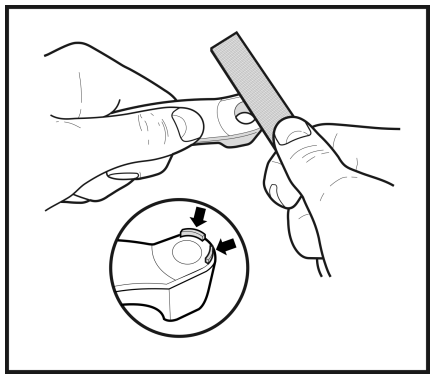

Рис. 25
3.8 Осмотрите привалочные поверхности под головки болтов на правой крышке подшипника. При обнаружении заусенцев выровняйте поверхность напильником для обеспечения плотного прилегания кронштейна. (**Рис. 25**)